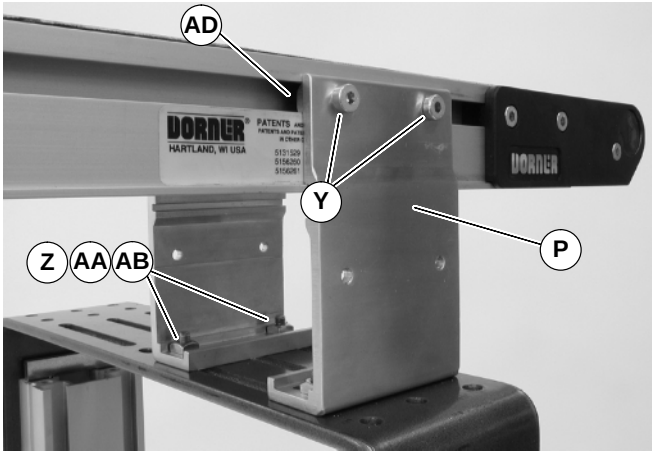

Abbildung 10
3. T–Muttern (AC siehe Abbildung 9 in die Seitenschlitze (T–Nuten) am Förderband einsetzen (AD siehe Abbildung 10). Installationsträger (P siehe Abbildung 10) am Förderband mit Montageschrauben befestigen (Y).
4. Träger an der Tragstütze mit Montageschrauben (Z siehe Abbildung 10), Unterlegscheiben (AA) und Muttern befestigen (AB).
5. Die Schrauben (Y u. Z siehe Abbildung 10) mit 7 Nm festziehen.